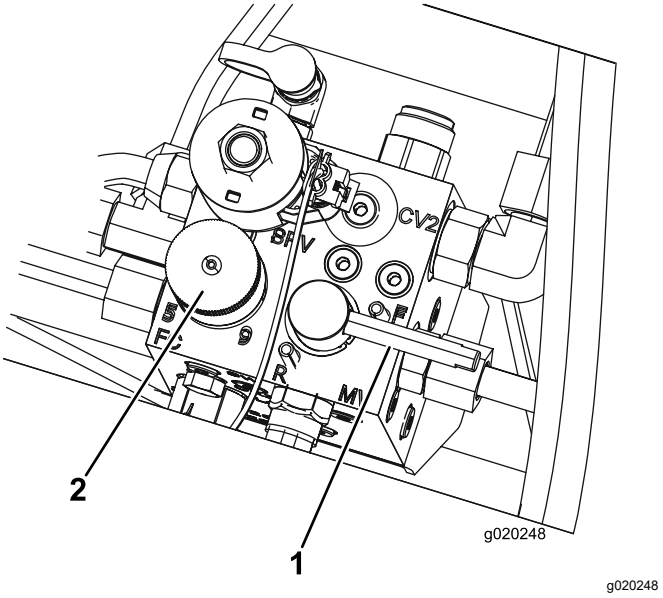

Figuur 85
5. Zet de toerentalregeling van de messenkooien op stand 1 (Figuur 85).
6. Zet de wethendel in de achteruitstand (R) (Figuur 85).